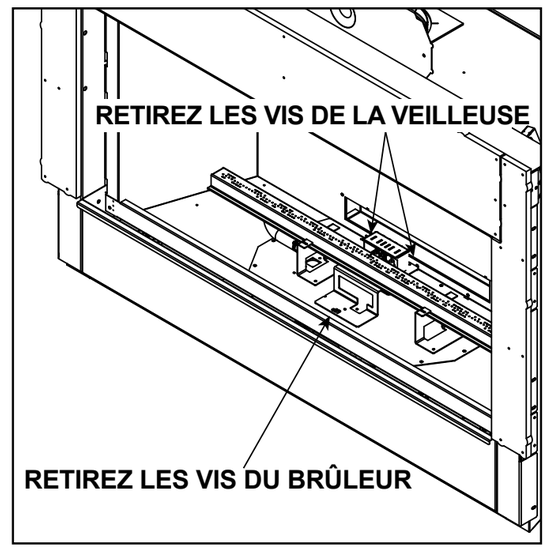

Figure 9.2 Retrait du brûleur
2. Retirez les deux vis maintenant l'écran de protection de la veilleuse au support du brûleur, puis enlevez les deux vis maintenant l'ensemble de la veilleuse au support du brûleur. Retirez la vis maintenant le support du brûleur à la plaque de vanne. Voir la Figure 9.2. Poussez doucement l'ensemble de la veilleuse vers l'arrière afin de pouvoir enlever le brûleur.
3. Retirez la vis maintenant le support du brûleur à la plaque de vanne. Voir la Figure 9.2.